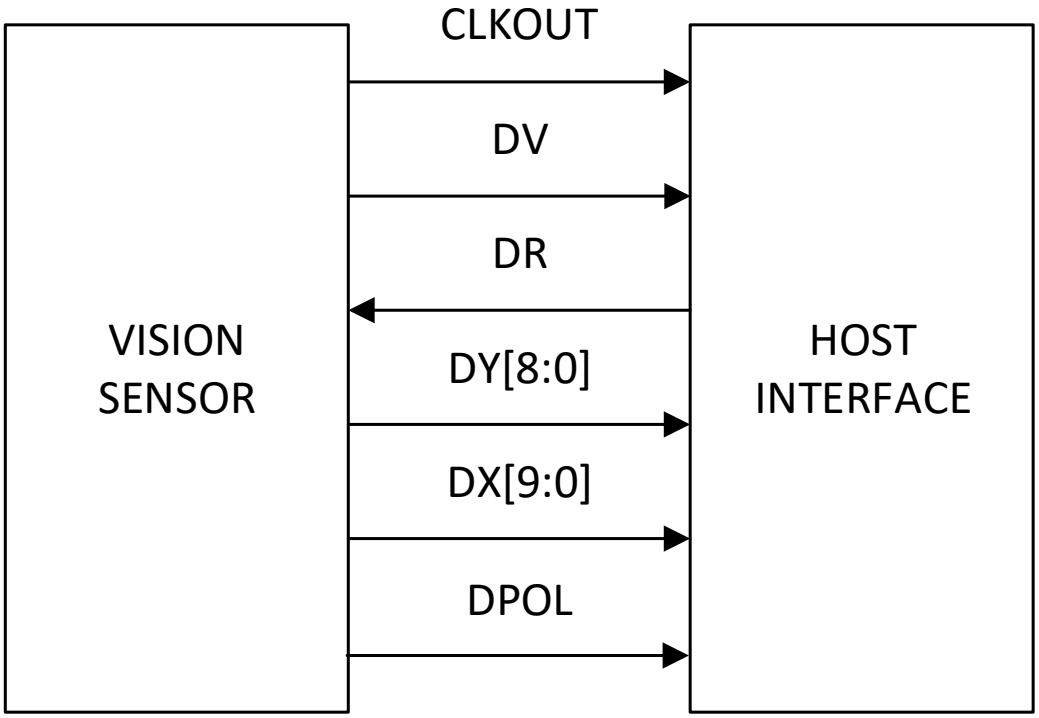

Figure 6: Synchronous parallel output data interface
To facilitate interfacing the vision sensor with some host processing, the parallel output data is synchronous. The asynchronous handshaking is done on-chip and is transparent to the end user. Consequently, the parallel output interface is composed of Y-address DY[8:0], X-address DX[9:0] and the polarity bit DPOL, in order to make distinction between ON and OFF events. The synchronous interface has a qualifying output signal called data: data_valid (DV) and an output clock signal (CLKOUT) used by the host to resynchronize the data and clk_out. Finally, the interface has an input data _ready (DR) which can hold the vision sensor output streaming. Figure 6 depicts the synchronous parallel output interface.